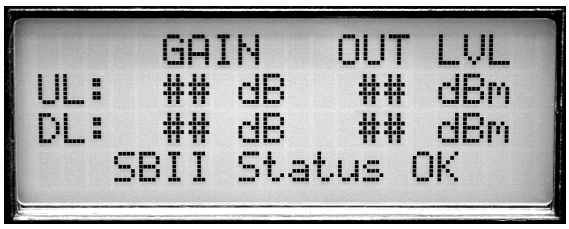

Figure 6: Normal Operational LCD Display.
5) The LCD display should appear similar to **Figure 6** after the self check is complete.
Once the boot-up sequence is completed (after several seconds) the LCD screen will switch to the main status display as shown in figure 6. This is the normal display for the signal booster. The system will return to this display from any other display if none of the menu interface buttons are pressed within 2 minutes. The exception is the OLC status display which does require a button press to exit. The main status display shows the uplink and downlink gain in dB as well as the uplink and downlink output level in dBm.